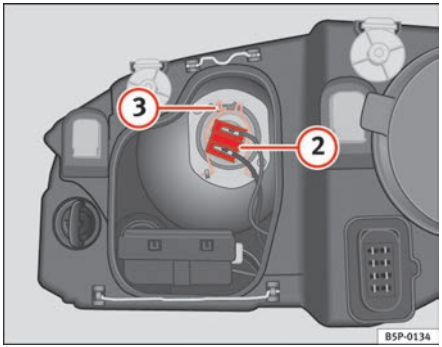

Fig. 188 Dipped head-lights
– Remove the connector ⇒ page 261, fig. 188 (2) from the bulb.
– Disengage the retainer spring ⇒ page 261, fig. 188 (3) pressing inwards and to the right.